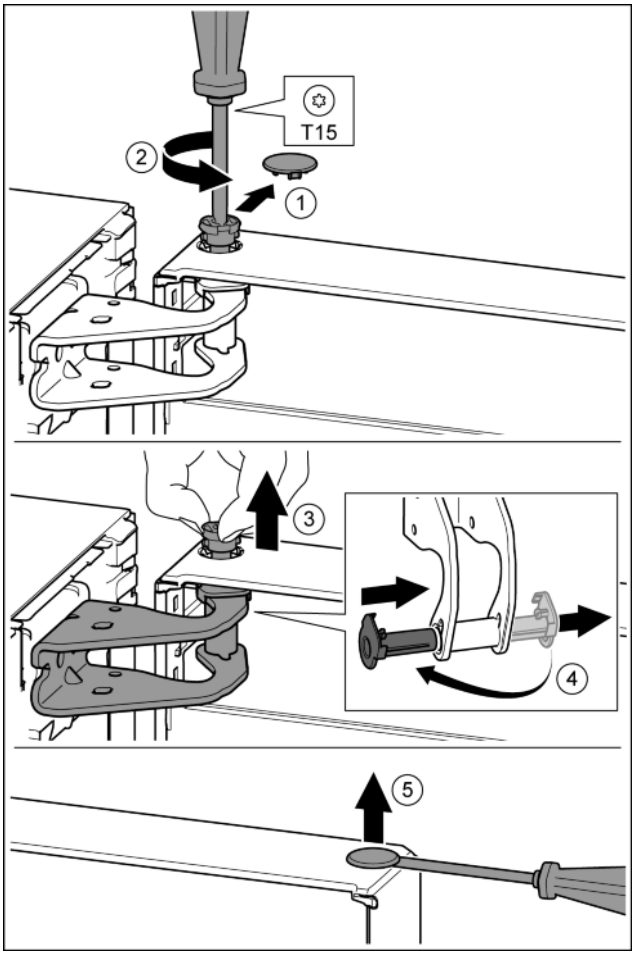

Fig. 10
▶ Carefully remove the safety cover. *Fig. 10 (1)*
▶ Undo the bolt a little with a T15 screwdriver. *Fig. 10 (2)*
▶ Hold the door and remove pins with your fingers. *Fig. 10 (3)*
▶ Pull the bearing bush out of the guide. Insert from the other side and click into place. *Fig. 10 (4)*
▶ Carefully lift the plugs out of the door bearing bush with a slotted screwdriver and remove. *Fig. 10 (5)*